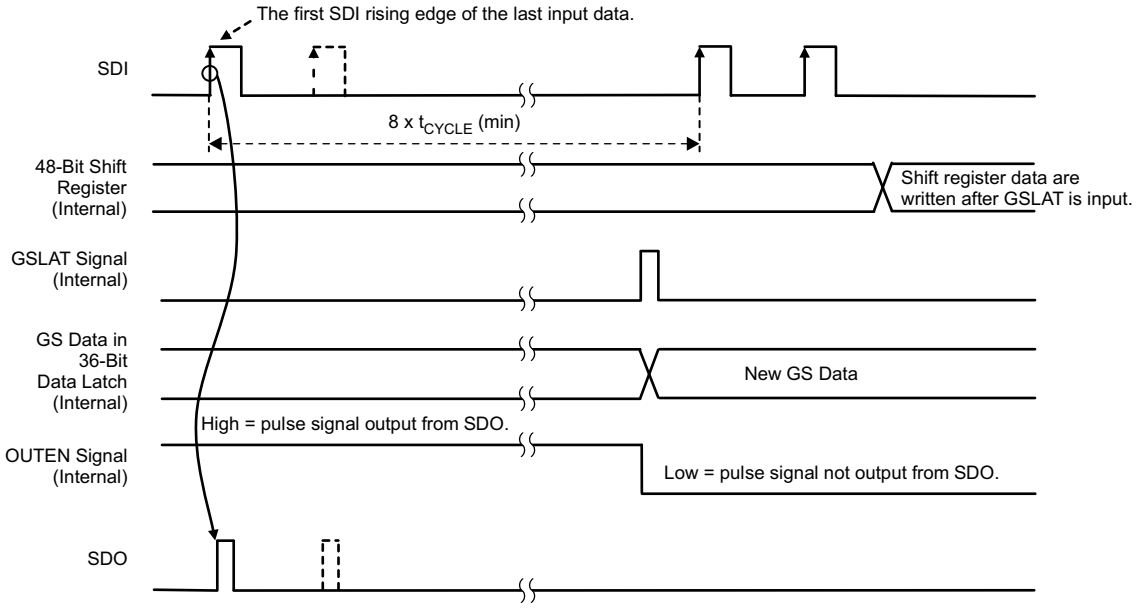

Figure 17. GS Data Latch Sequence (GSLAT)
A GS data latch (GSLAT) sequence must be input after the 48-bit data for all cascaded devices are written. When SDI is held low for the data latch hold time (t_{H1}), the 48-bit shift register data in all devices are copied to the GS data latch in each device. Furthermore, PWM control starts with the new GS data at the same time. Figure 17 shows the GSLAT timing.
7. The number of total bits is 48 × *N*. After all data are written, execute a GSLAT sequence as described in Figure 17 in order to copy the 36-bit LSBs in the 48-bit shift resister to the 36-bit GS data latch in each device; PWM control starts with the written GS data at the same time.